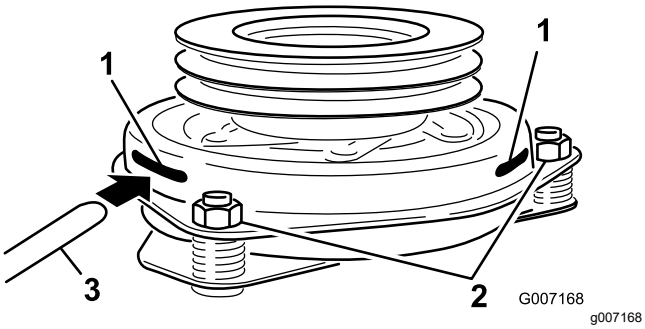

Figur 82
9. För in ett bladmått på 0,381–0,533 mm genom ett av inspektionshålen på sidan av enheten (Figur 82).
10. Dra åt låsmuttrarna tills du känner ett motstånd i bladmåttet, men ändå kan röra det inom luftgapet utan problem (Figur 82).